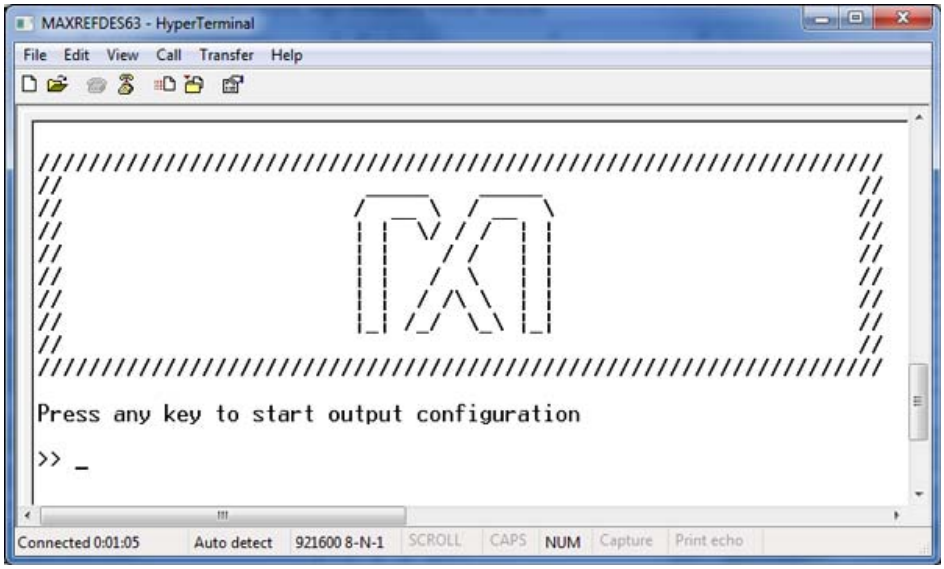

*Figure 3. Terminal program main menu.*
7. The MAXREFDES63# software will display a menu (**Figure 3**)